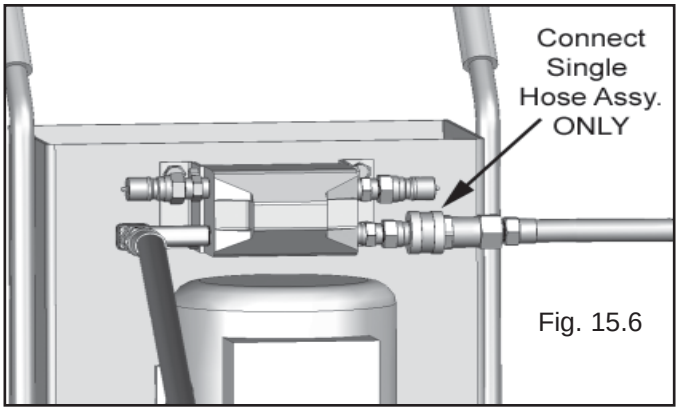

Fig. 15.6
7. Reconnect a single lift hose to the lower quick disconnect fitting for single column operation. (See Fig. 15.6)